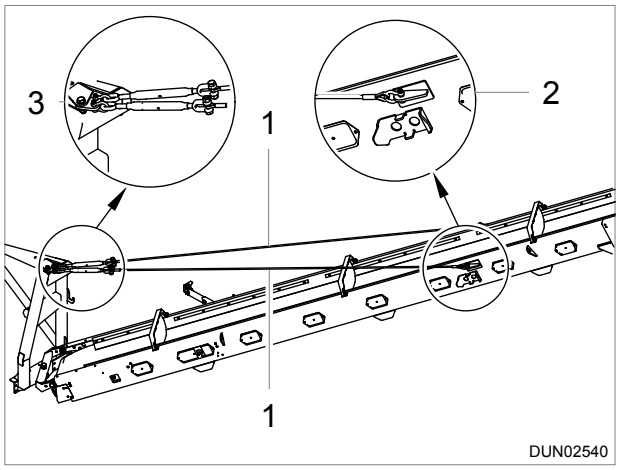

Figure 6.26 - Attaching the Wire Ropes
15. While still supporting the weight of the conveyor, attach the wire ropes (Item 1) to the conveyor at position 2, Reference: Figure 6.26.